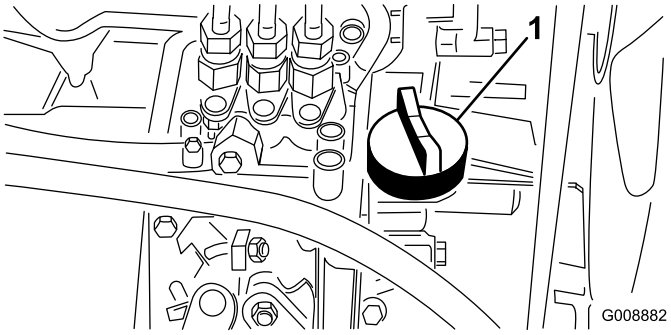

Figuur 36
4. Als het oliepeil te laag is, verwijdert u de vuldop (Figuur 36) en vult u bij met kleine hoeveelheden olie totdat het oliepeil de Vol-markering op de peilstok bereikt. Vul de olie langzaam bij en controleer daarbij veelvuldig het peil.